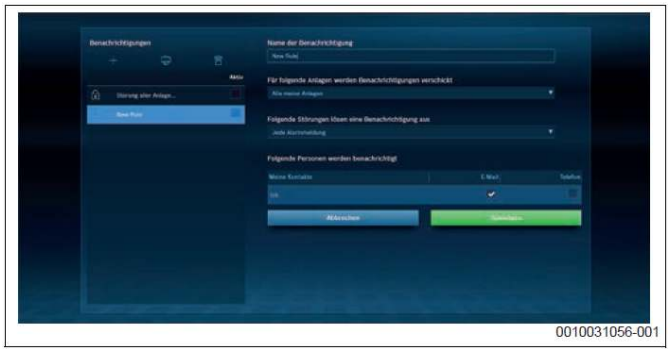

Рис. 99 Control Center Commercial PLUS: Сповіщення через E-Mail / SMS
- Сповіщення через E-Mail або SMS (→ Рис. 99)